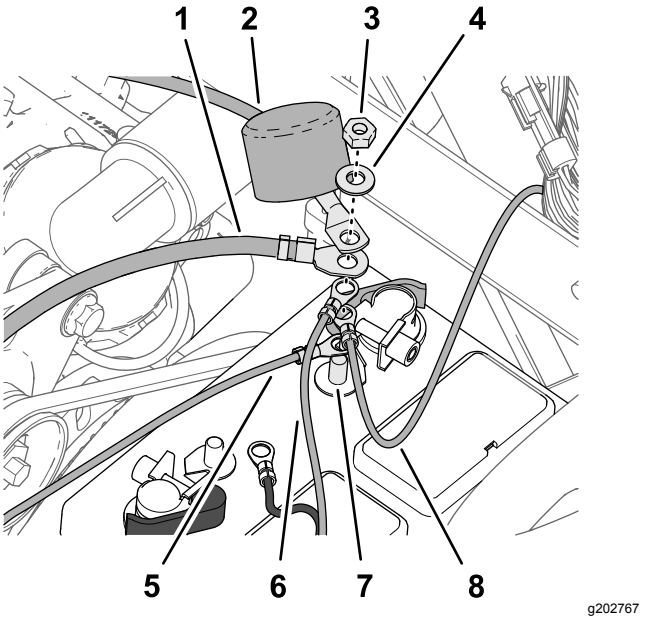

Figur 211
2. Monter følgende lednings- og kabelendemuffer på den gevindskårne stang på batteriets pluspol (Figur 211) i følgende rækkefølge:
4. Juster isolatordækslet på batteriets pluskabel til starteren over den gevindskårne stang (Figur 211).